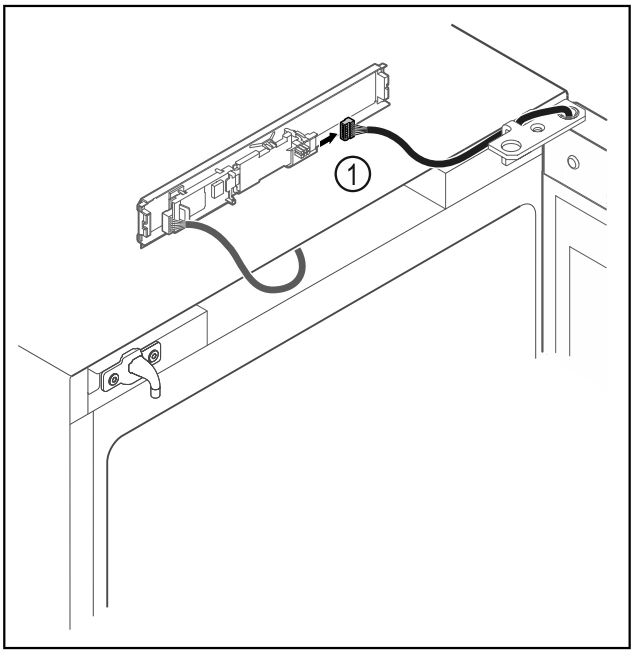

Fig. 6
▶ Scoateți fișa *Fig. 6 (1)* de la placa electronică.